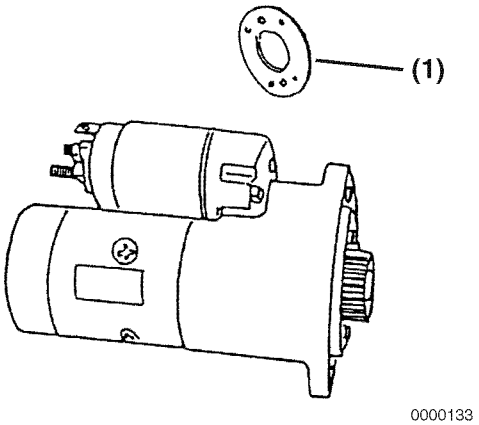

Figure 11-34
5. If the measured L dimension is outside the standard range, adjust the dust covers to obtain the standard range. Dust covers **(Figure 11-34, (1))** are available in 0.020 in (0.5 mm) and 0.031 in (0.8 mm) thicknesses.